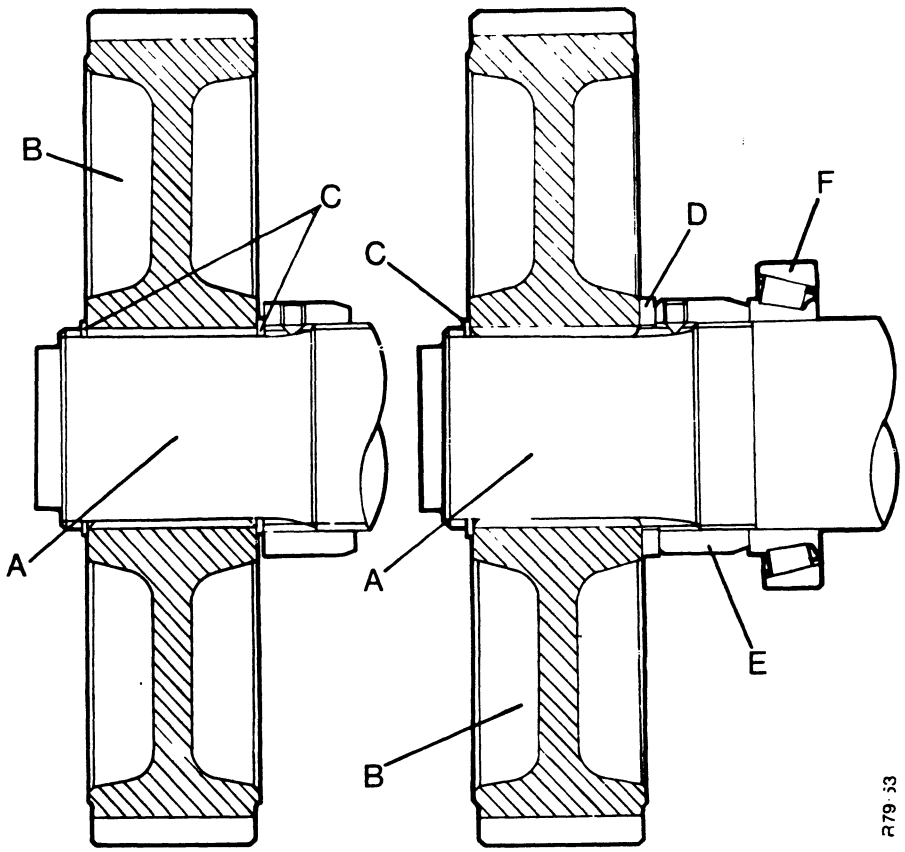

FIGURE 123. FINAL DRIVE SHAFT AND GEAR
8. Install the circlip in the groove next to the locknut on tractors before serial number 11204637. After this number a special washer is installed instead of the circlip. The washer is available in different sizes to give 0·10 mm to 0·66 mm shaft end movement. See D Figure 123.